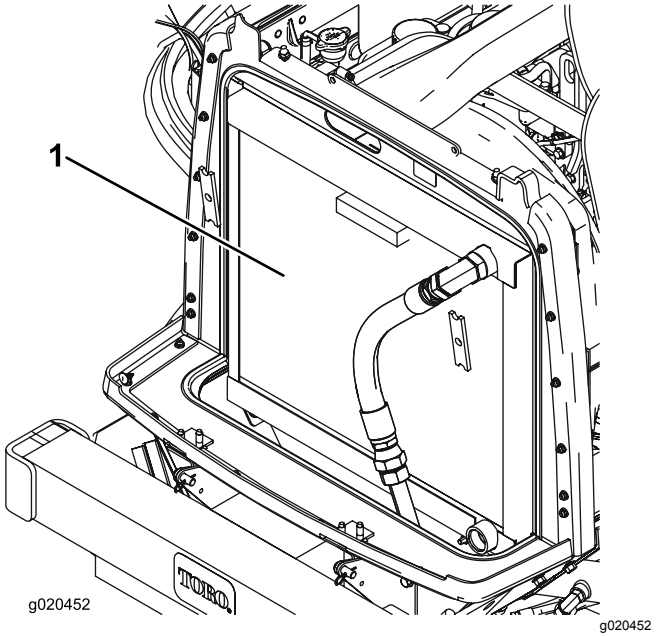

Figuur 98
3. Reinig beide zijden van de radiateur/oliekoeler grondig met perslucht (Figuur 98).